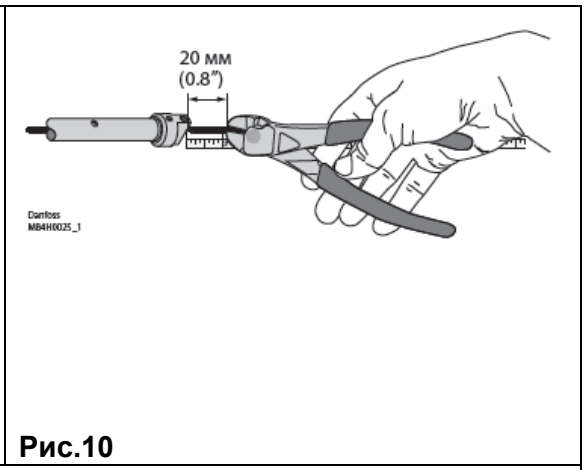

Рис.10
9. Отрежьте стальной трос на расстоянии, примерно, 20 мм (0,8") ниже концевого соединителя (см. рис.10).
ВИМАНИЕ! Датчики уровня AKS 41 могут использовать питание, как от постоянного, так и от переменного тока, а в уровнемерах AKS 4100 используется питание только от постоянного тока. Следуйте указаниям инструкции на рис.10.